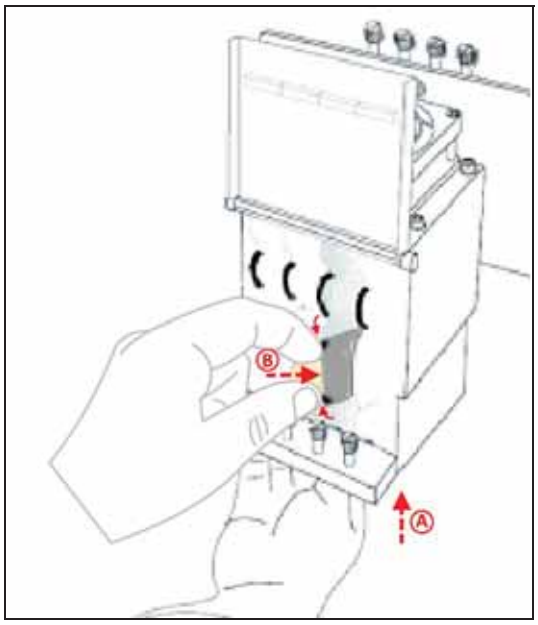

Figure 6-72: Inserting the print-head driver card into its socket
b. Re-insert the print-head driver card into its socket (see figure 6-72 on page 48).